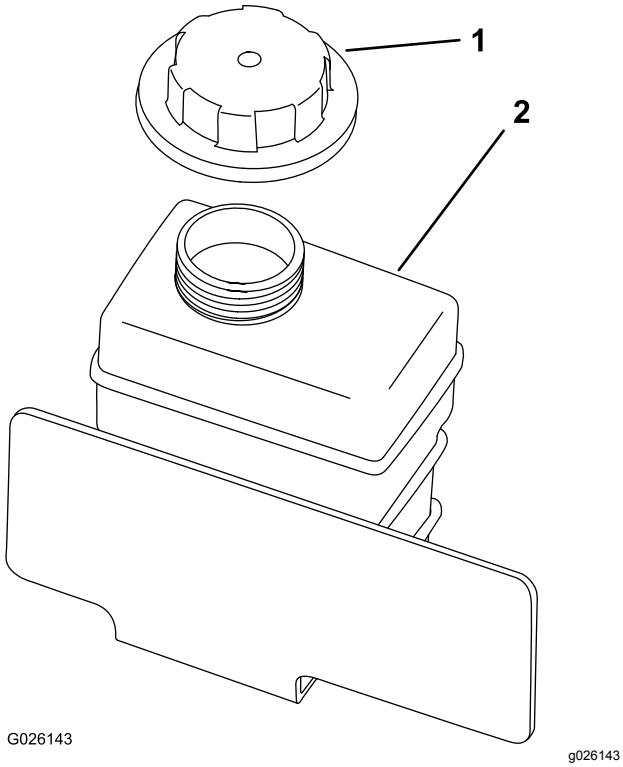

Rysunek 62
4. Odkręć korek zbiornika zapasowego (Rysunek 62).